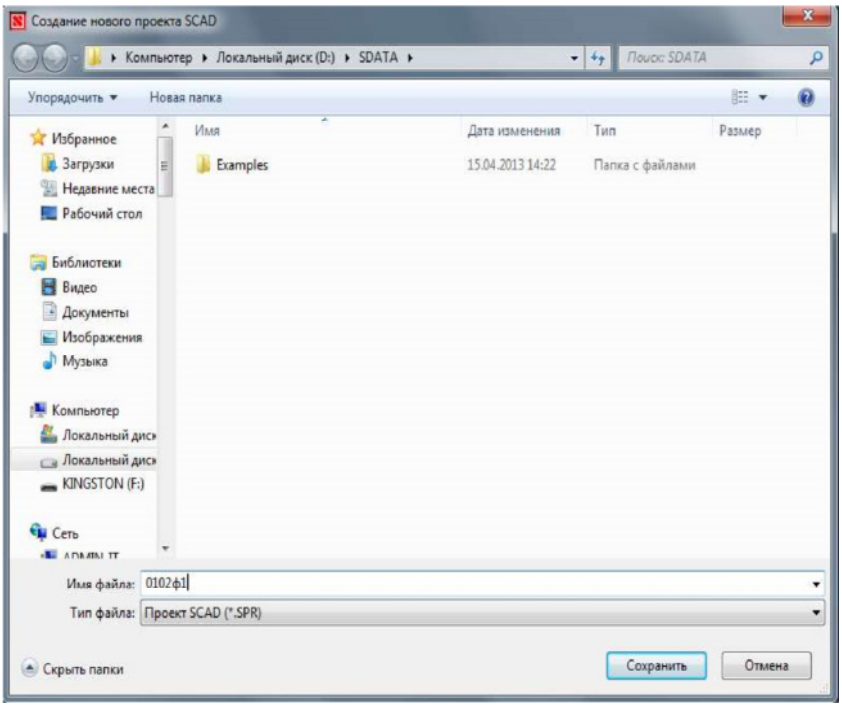

Рисунок 1.4 Диалоговое окно для сохранения файла с новым проектом
3. Далее для сохранения введенных данных о новом проекте курсор в диалоговом окне подводится к кнопке ОК и нажимается левая кнопка мыши. На экране появится окно Создание нового проекта SCAD, где в поле Имя файла необходимо ввести имя файла, содержащего будущий проект SCAD и нажать кнопку Сохранить (рис. 1.4). При этом файл будет сохранен (по умолчанию) в папке SDATE на диске С.